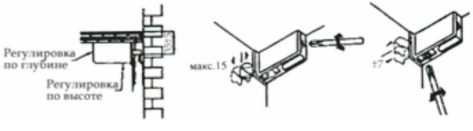

рис.2
4) с помощью регулировочных винтов отрегулировать изделие по высоте (± 7 мм) и по глубине (макс. 15 мм) (Рис.2);